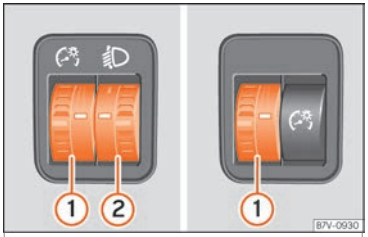

Fig. 145 On the side of the steering wheel: instrument and switch lighting control ① and headlight range control ②
① Instrument and switch lighting
When the headlights are switched on, the brightness of the instruments and switch lighting can be regulated by turning the switch ››› Fig. 145 ①.
② Headlight range control
The headlight range control ››› Fig. 145 ② is modified according to the value of the headlight beam and the vehicle load status. This offers the driver optimum visibility and the headlights do not dazzle oncoming drivers ››› ⚠.
To reset, turn switch ››› Fig. 145 ②: